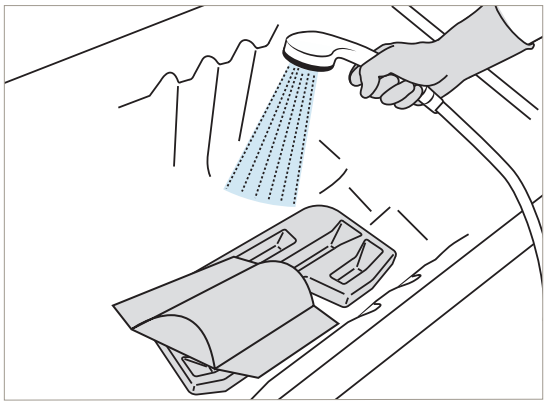

Afbeelding 63
16. Spoel alle onderdelen schoon met een ruime hoeveelheid water met een temperatuur van ongeveer 25 °C (77 °F) om het desinfectiemiddel af te spoelen. Zie Afbeelding 63.